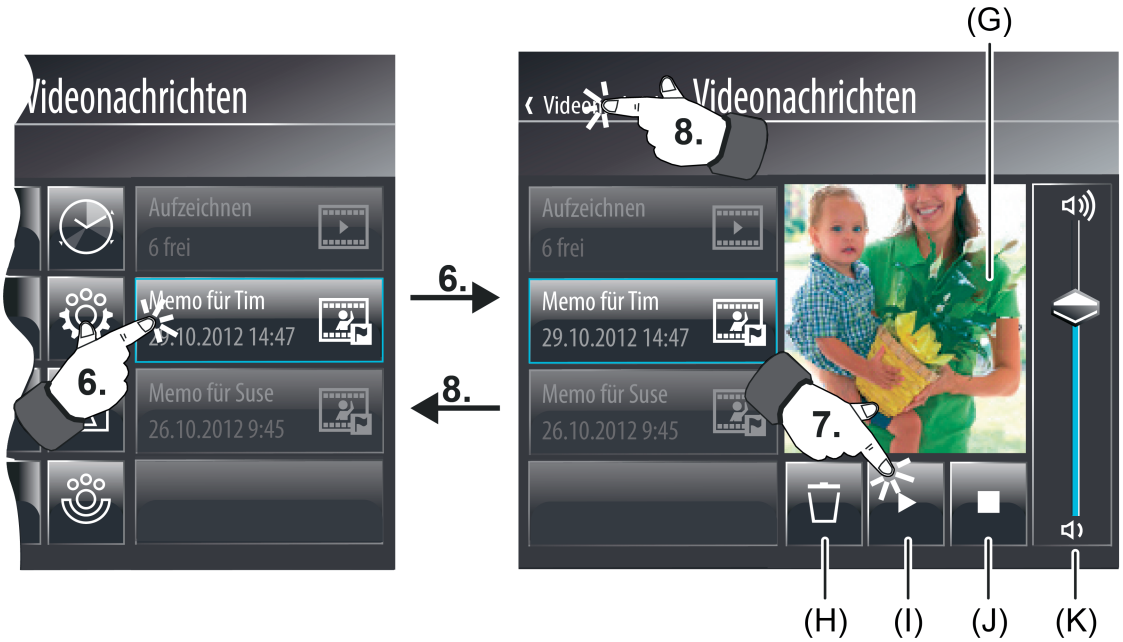

Bild 116: Beispiel für eine Anzeigeseite des Video-Aufzeichnungsmodus
Durch Drücken der Anzeige- und Bedienfläche einer vorhandenen Videonachricht (6.) verzweigt die Anzeige zum Wiedergabemodus (Bild 116). Dort ist es möglich, Videonachrichten abzuspielen. Zum Starten einer Wiedergabe kann die Bedienfläche "Start" (I) gedrückt werden (7.). Das Gerät spielt danach sofort die aufgezeichnete Videonachricht im Anzeigebereich (G) ab. Über den Slider im Bedienbereich (K) ist es möglich, die Lautstärke der Audiowiedergabe zu variieren.